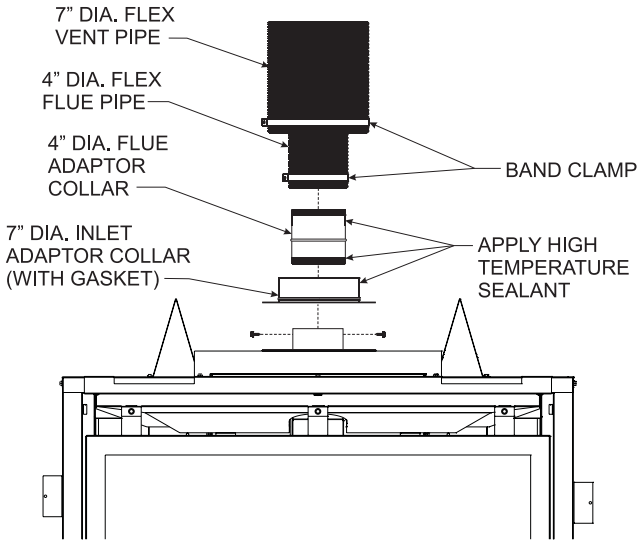

Figure 55
17. To attach the vent connections at the fireplace, be sure the 7” diameter adapter collar has been installed per step 3. Apply a bead of silicone sealant to the 4” diameter flex connector, then slide the flex pipe adapter collar into the fireplace flue collar and secure by installing a minimum of two screws through the flue collar and into the adapter. **See Figure 55.**
18. Apply sealant to the 7” diameter adapter collar, slide outer flex vent over the collar, then secure with a 7” diameter band clamp. **See Figure 55.**